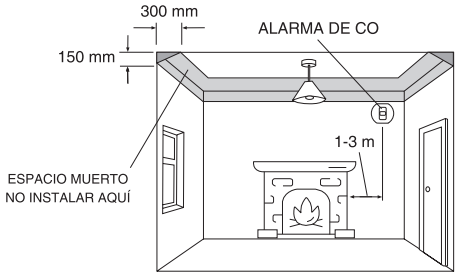
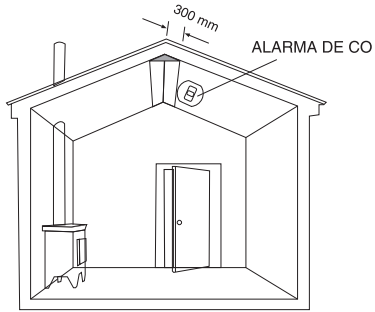

Figura 1: Instalación en una habitación con un aparato de combustión
Figura 2: En habitaciones con techos inclinados, la alarma de CO debe ubicarse en el lado alto de la habitación
1. Si está instalando una alarma de CO en una habitación con un aparato de combustión (ver Figura 1 y Figura 2):
- En habitaciones con techos inclinados, la alarma de CO debe ubicarse en el lado alto de la habitación (ver Figura 2).